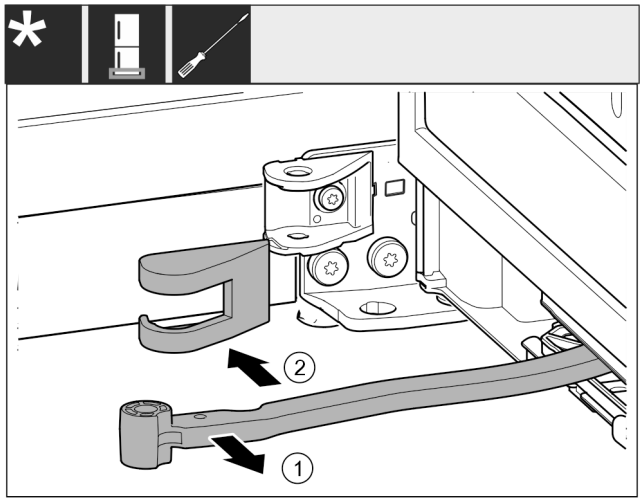

Fig. 15
▶ Otočte kloub *Fig. 15 (1)* směrem ke dveřím.
▶ Odstraňte kryt stojanu ložiska *Fig. 15 (2)*.